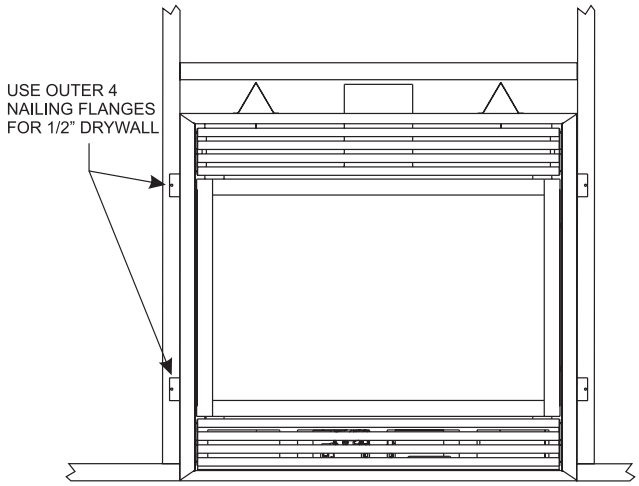

Figure 10A
3. Attach fireplace to frame using nailing flange. Preset depth to suit facing material (adjustable to 1/2", 5/8" or 3/4" depths). ***NOTICE***: Fireplace must mount flush to facing material. If facing material requires more depth than 3/4", mark and drill two 1/8" holes into fireplace side at appropriate depth. Bend standoff tabs as needed to move fireplace flush with facing material. See **Figure 10A.**